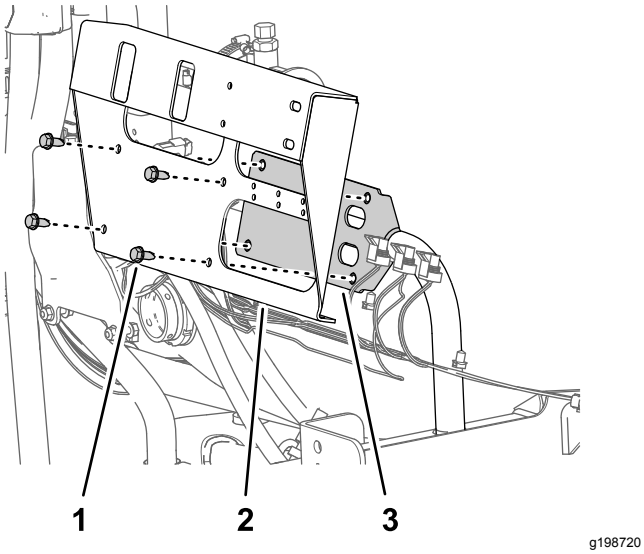

Rysunek 73
3. Odkręć 4 śruby kołnierzowe (5/16 x ¾ cala) mocujące wspornik zaworu sekcji od mocowania zaworu i wyjmij wspornik zaworu z maszyny (Rysunek 73).